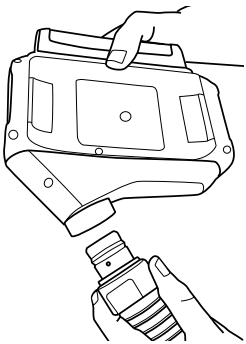

Fig. 9 Retrait du tuyau de respiration
4. Retrait : Mettre le souffleur à moteur à l'envers de manière que la sortie soit face vers le bas (Fig. 9) afin de minimiser les risques de contamination de la sortie.